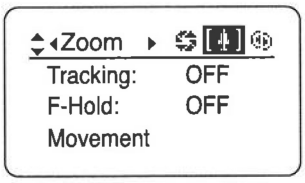

Fig. 2-8
2. Push the Set key, and use the right key to display the Zoom screen. (See Fig. 2-8)